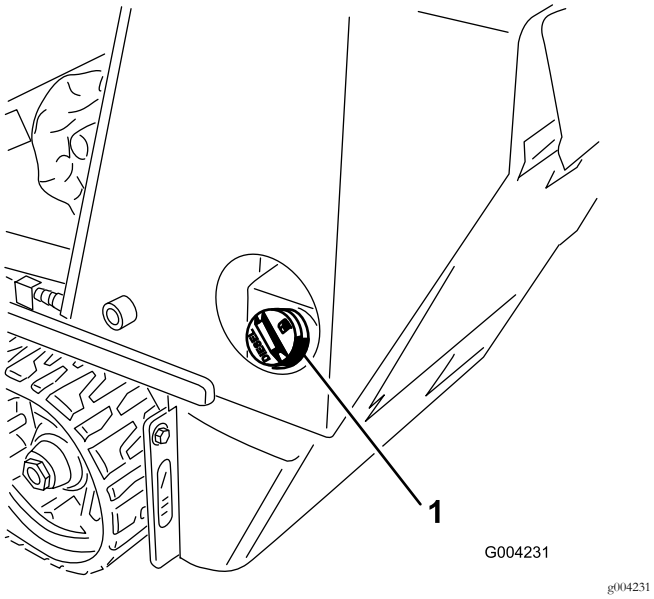

Figur 16
1. Ta bort tanklocket (Figur 16).